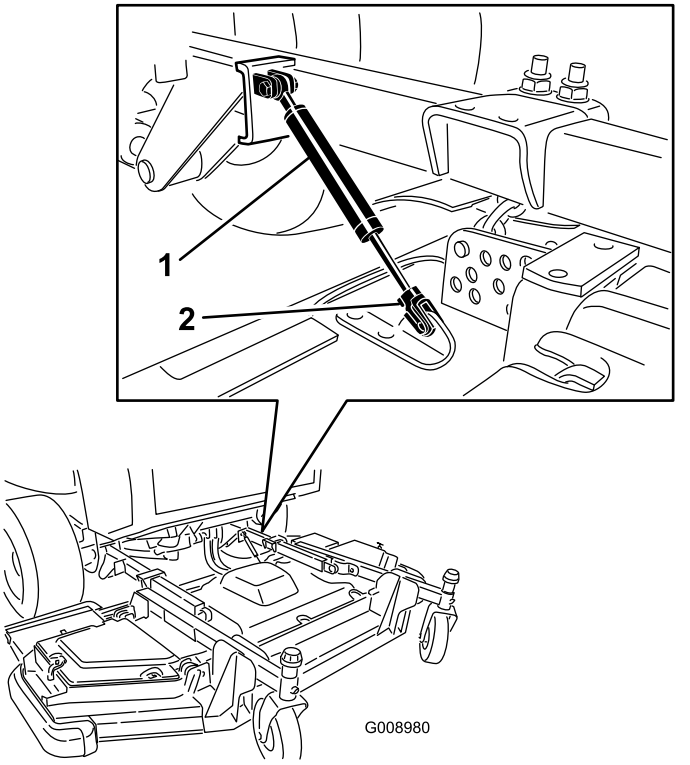

Figur 102
3. Demontera hållarklämman och koppla bort motviktssystemet från klippenheten (Figur 102).